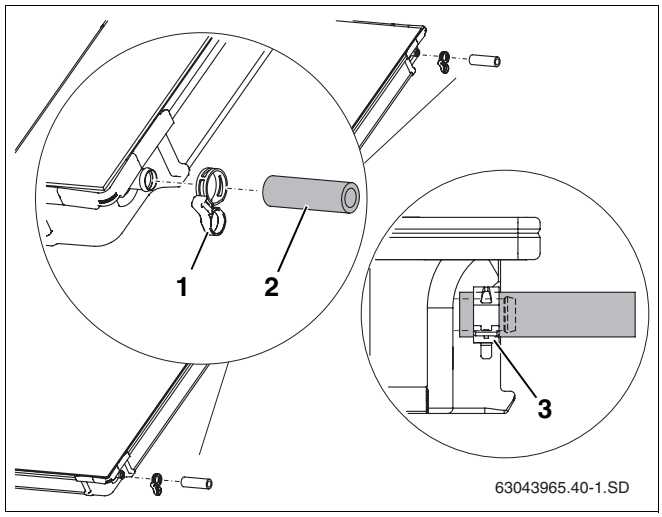

Afb. 42 Verbindingsset aan de tweede collector voormonteren
- Schuif de flexibels voor zonne-energie 95 mm (afb. 42, **pos. 2**) op de rechter aansluiting van de tweede en van alle verdere collectoren.
- Schuif de veerklemringen (afb. 42, **pos. 1**) over de flexibel voor zonne-energie (de tweede ring beveiligt later de aansluiting van de andere collector).
- Als de veerklemring correct gepositioneerd is, mag de beveiligingsring aangedraaid worden om de verbinding te beveiligen (afb. 42, **pos. 3**).